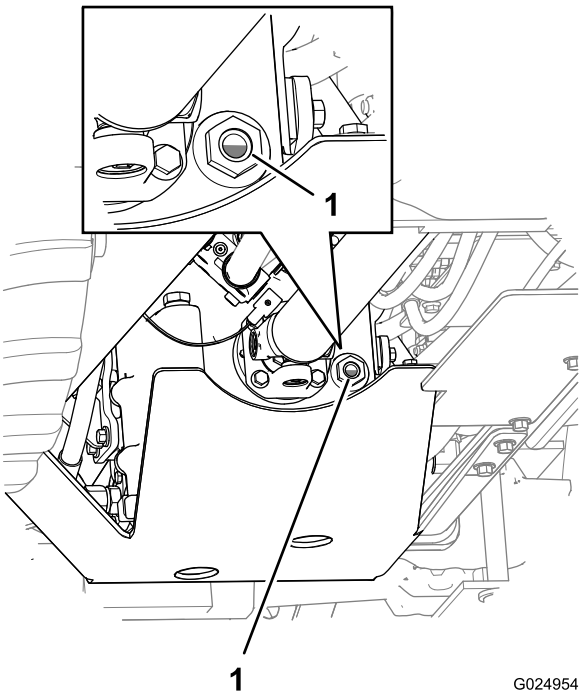

Figura 93
4. Após 5 minutos, verifique o nível de óleo na transmissão pelo visor de nível (Figura 93).
6. Repita os procedimentos 2 a 5 até o nível do óleo cobrir 1/2 a 3/4 do visor de nível (Figura 93).
Nota: O nível do óleo deve cobrir 1/2 a 3/4 do visor de nível (Figura 93).